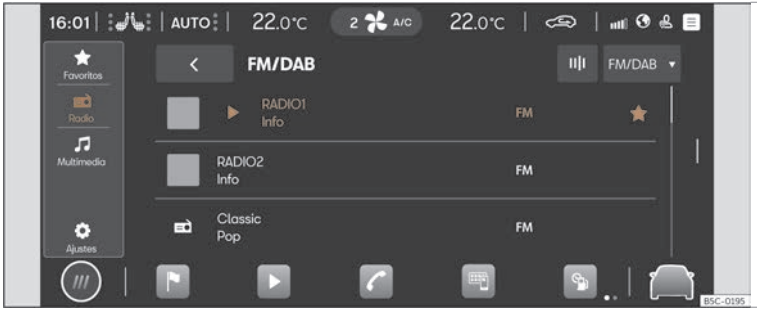

Fig. 134 Representación esquemática:Vista Radio
- Prema ▶ > ⊞ >>> **fig. 134** .